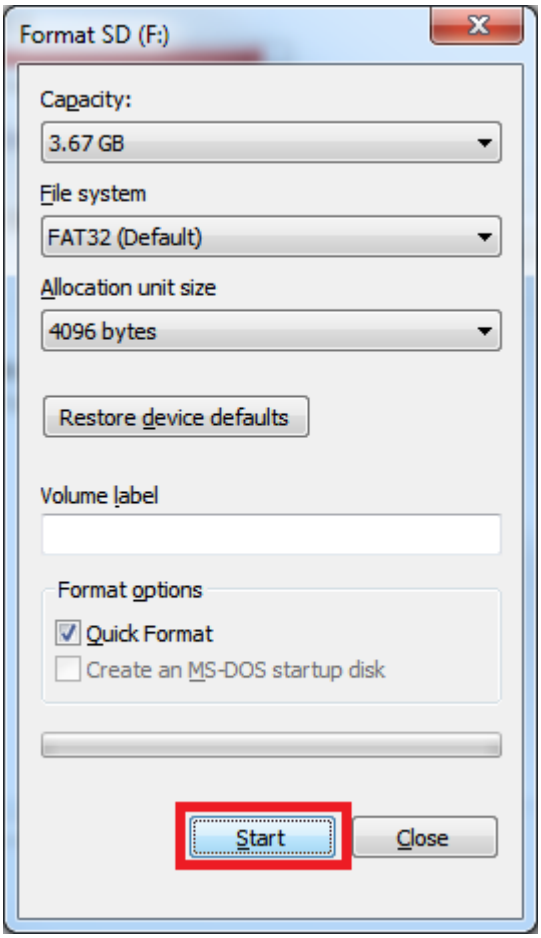

Figure 2-59. Winodws 7 Format SD Card Window
3. Select "FAT32 (Default)" as the file system and use the default values for the other settings. See Figure 2-59.